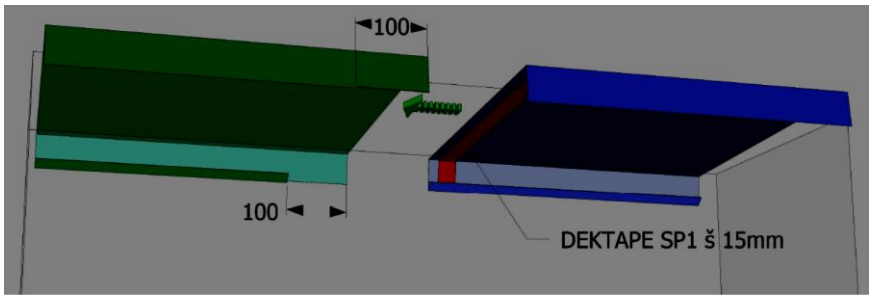
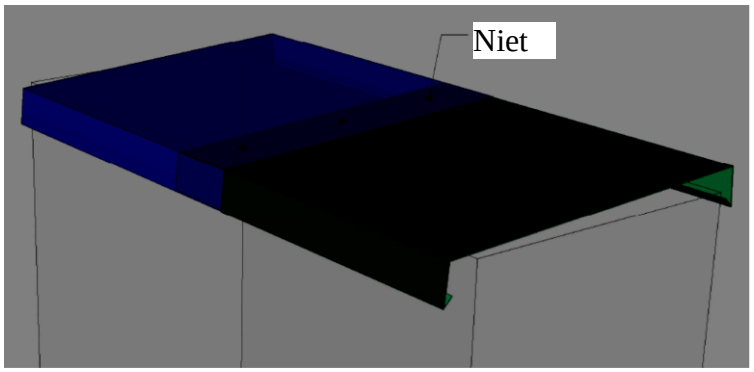

Abb. 30
Abb. 31
a) Eine feste Verbindung wird durchs Ausschneiden der vorderen und hinteren Tropfnase von etwa 100 mm Länge auf einer Attika und Einschieben in die andere nicht modifizierte Attika (Abb. 30). Vor Einziehen der Attika ineinander ist es vorteilhaft, ein Butylkautschuk-Band in die Verbindung einzuschieben (z.B. Dektape SP1). Nach Einschieben sind die Attika in der Verbindung zusammen zu nieten (Abb. 31).